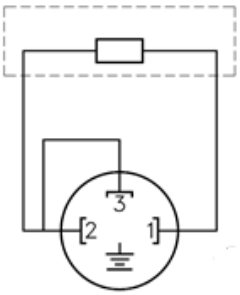

Рис.4.4.5.
4.4.5. Подключение осуществляется по двухпроводной схеме с тремя клеммами. Клемма «на землю» не присоединяется (рис.4.4.5).